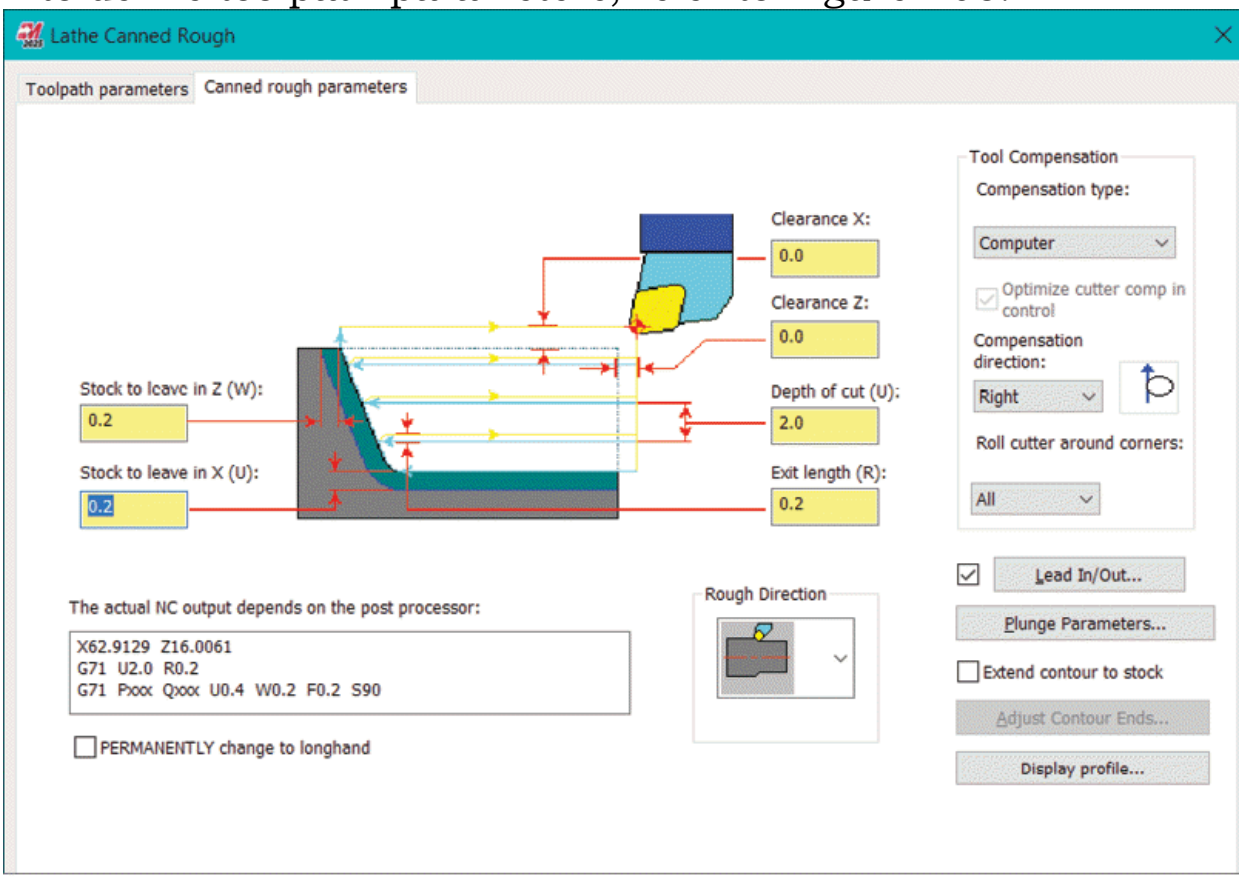

Figure-106. Canned rough parameters tab
- Click on the **Canned Rough Parameters** tab in the dialog box to define toolpath parameters; refer to Figure-106.